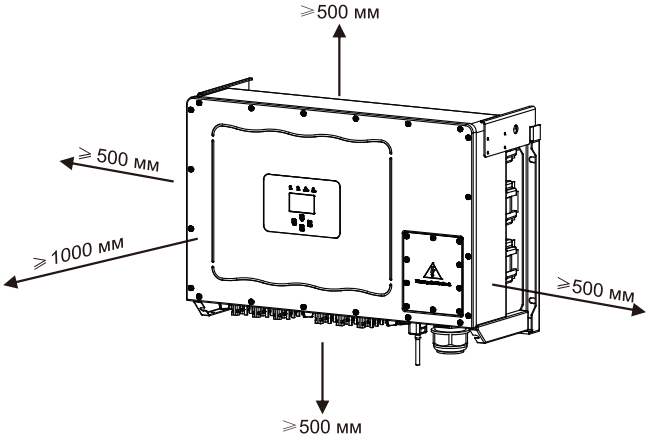

Рис. 4.3 Зазор при установке
- Если устанавливается несколько инверторов, между ними должен предусматриваться зазор не менее 500 мм. Под инвертором и над ним должен быть зазор не менее 500 мм. Место установки должно быть недоступно для детей. См. рис. 4.3.